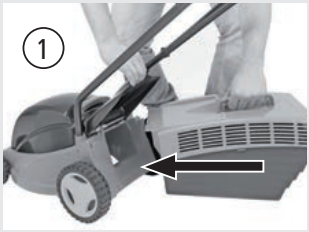

Fig. 22
Levante o defletor (1) e encaixe a aba do coletor na saliência do chassi [Fig. 22].